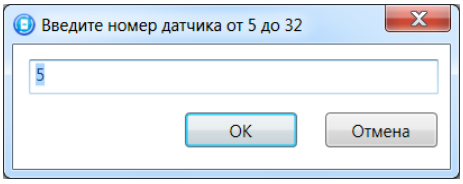

Рис. 5.31. Ввод номера радиоизвещателя
2. В открывшемся окне укажите номер радиоизвещателя из числа еще не занятых в нумерации радиоизвещателей и шлейфов. Нажмите кнопку *OK* (рис. 5.31).